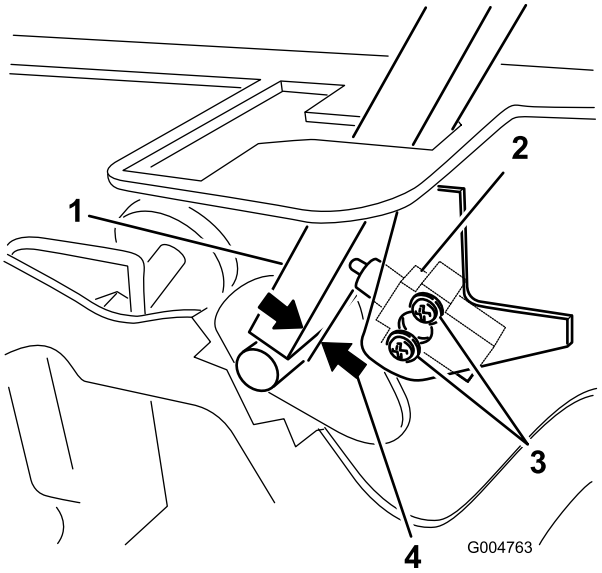

Rysunek 51
3. Poluzuj 2 śruby mocujące przełącznik blokady (Rysunek 51).
4. Trzymając dźwignię sterowania przy ramie, przesuwaj przełącznik w kierunku dźwigni, aż odległość pomiędzy dźwignią i obudową przełącznika wyniesie od 0,4 do 1 mm, jak pokazano na Rysunek 51.